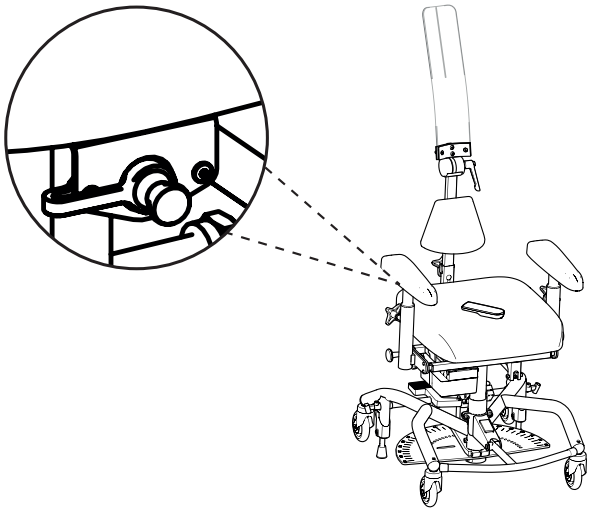

Figur 2.4. Tilkobling av kontaktplugg til ladeuttak under setet.
1. Koble laderens kontaktplugg til ladeuttaket, se figur 2.4. Ladeuttaket er vanligvis plassert i bakkant under setet.